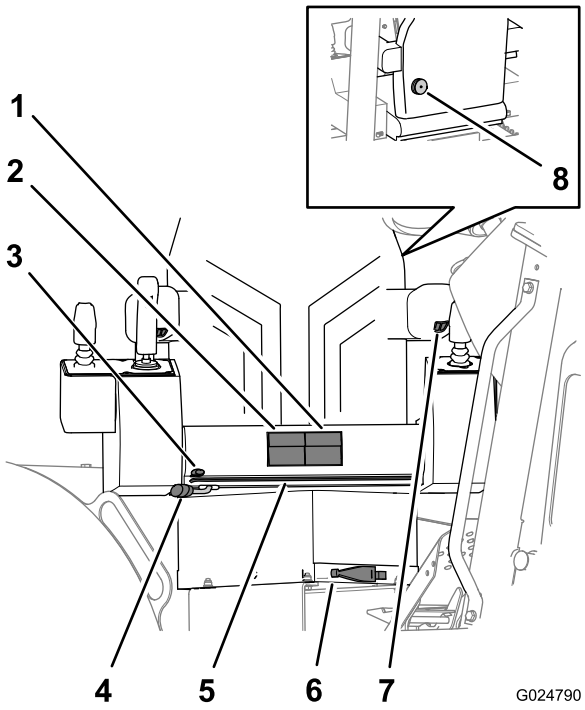

Rysunek 17
- **Przyciski wysokości fotela** — służą do przestawiania poduszki fotela w górę i w dół (Rysunek 17).
- **Przyciski przesuwu fotela** — służą do przesuwania poduszki fotela do przodu i do tyłu (Rysunek 17).
- **Dźwignia przesuwu ramy fotela** — służy do przesuwania całego fotela z ramą do przodu i do tyłu (Rysunek 17).
- **Dźwignia przesuwu podstawy fotela** — służy do przesuwania podstawy fotela do przodu i do tyłu na ramie fotela (Rysunek 17).
- **Dźwignia obrotu fotela** — służy do odblokowania fotela, dzięki czemu można go obrócić do żądnej pozycji. Fotel obraca się w zakresie 360°, z możliwością zablokowania co 10° (Rysunek 17).
- **Kompensator ciężaru** — ta dźwignia służy do regulacji napięcia podparcia fotela odpowiednio do ciężaru operatora (Rysunek 17).
Obróć regulację wysokości podłokietnika, aby podnieść lub obniżyć podłokietnik (Rysunek 17).
Obróć pokrętło regulacji odcinka lędźwiowego, znajdujące się z tyłu fotela, aby zapewnić odpowiednie podparcie odcinka lędźwiowego kręgosłupa (Rysunek 17).